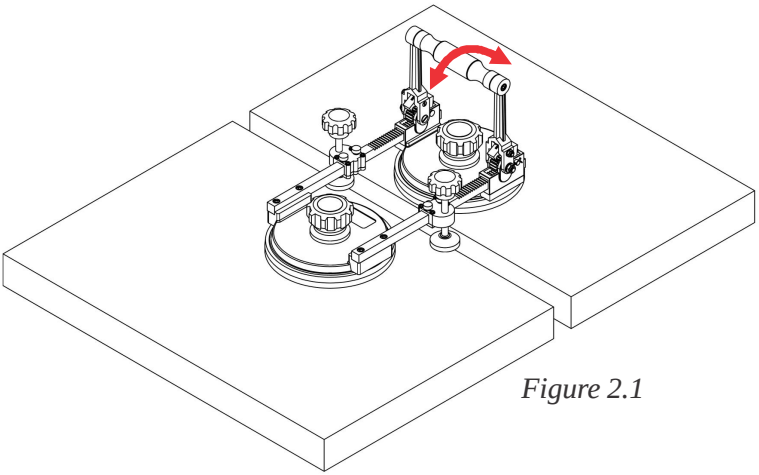

Figure 2.1
- Pull on the ratchet handle back and forth to align the gap between two pieces of (stones, slabs, or tiles) together until no more visual gap could be seen through visual observation (Figure 2.1).